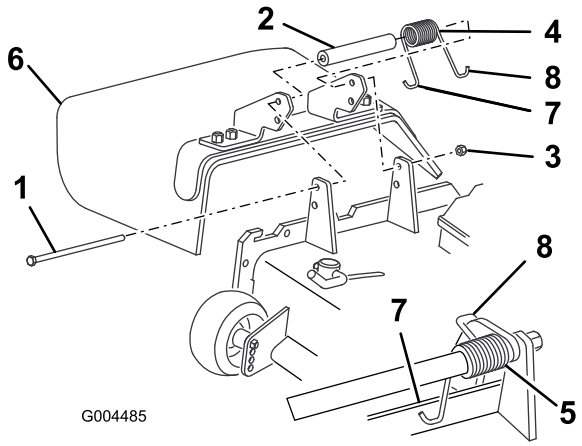

Figura 71
2. Togliete il dado di bloccaggio, il bullone, la molla e il distanziale che fissano il deflettore alle staffe orientabili del tosaerba (Figura 71). Togliete il deflettore di sfalcio se è danneggiato o consumato.
3. Inserite un distanziale e la molla tra le nuove staffe del deflettore di sfalcio (Figura 71). Collocate l'estremità sinistra a J della molla dietro il bordo del piatto di taglio.
Nota: Prima di montare il bullone, come riportato nella Figura 71, verificate che l'estremità sinistra a J della molla sia inserita dietro il bordo del piatto di taglio.
4. Montate il bullone e il dado. Infilate l'estremità a gancio della molla attorno al deflettore di sfalcio (Figura 71).